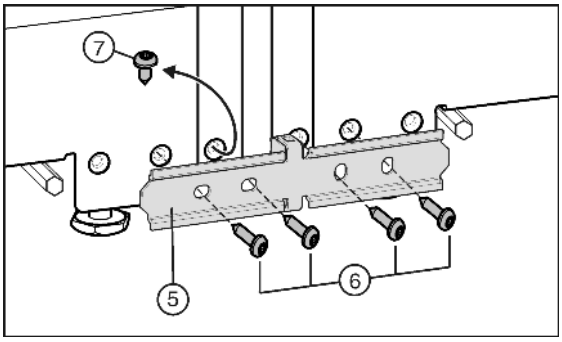

Fig. 6
▶ Если ваше устройство оснащено предварительно смонтированным винтом *Fig. 6 (7)*: Выкрутите винт.
▶ Установите соединительный лист *Fig. 6 (5)* и закрепите его на одном устройстве с помощью двух винтов *Fig. 6 (6)*.